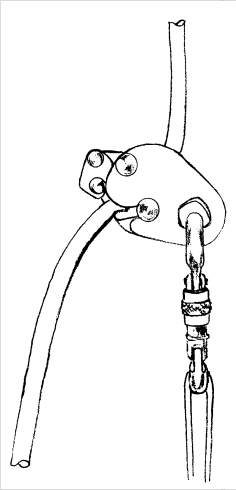
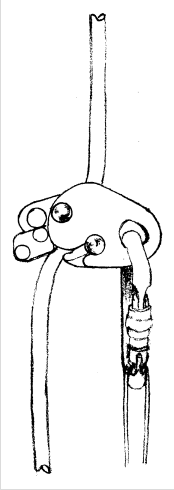
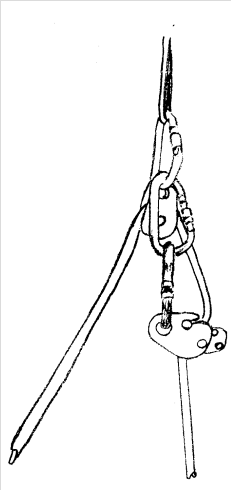

Fig 5
Fig 6
Fig 9
This product is designed for use as part of a personal fall arrest, work positioning, technical rope access, fixed rope sports, industrial climbers or technical rescue using Irudek 10.5mm kernmantle rope. Position and/or adjust the work positioning lanyard in such a way that the anchorage point is maintained at or above waist height; keep the lanyard taut and restrict free movement to a maximum of 0.6 metres. The "Rocker" can be used in the following ways, but IRUDEK recommend that users be trained in its many uses and learn about its practical and physical strengths and weaknesses—flexible rope safety brake, fixed rope safety brake, position locked onto rope(Fig 6), belay brake, tensioned line brake(Fig 5), hauling system brake(fig 9) and work positioning. The "Rocker" should be used as part of a system conforming to or in accordance with any specific recognised International Standard or industry Best Practice. Any anchorage point should conform with EN795 or be in accordance with ANSI Z359 (07), or any other specific recognised International Standard, or non-engineered anchorage point capable of withstanding appropriate loads. It is recommended that any anchor point be above the user and that the viability of any installation should be verified by a suitably qualified person. Extreme care should be taken when using this product near harmful chemicals, moving machinery, electrical hazards and near sharp edges and abrasive surfaces. Wet and icy conditions may cause the rope to become slippery. Extra care should be taken when using this product under these conditions. All friction brakes create heat which can damage rope if a fall has taken place, not only check the "Rocker" but also the rope at the point of contact. A minimum ground clearance of 2m should be maintained.
Este producto está diseñado para formar parte de un sistema de arnés anticaída, fijación para la realización de trabajos, acceso técnico mediante cuerda, deportes con cuerda fija, alpinismo industrial o rescate técnico, y para el uso conjunto con la cuerda semiestática kernmantle Irudek de 10,5mm. "Rocker" puede emplearse de las siguientes formas. freno de seguridad para cuerda elástica, freno de seguridad para cuerda fija, bloqueo de posición de la cuerda (fig. 6), freno de amarre, freno con línea tensada (fig. 5), freno para sistema de tracción (fig. 9) y fijación para la realización de trabajos. No obstante, IRUDEK recomienda que los usuarios dispongan de formación acerca de sus diferentes usos y puntos fuertes y débiles de naturaleza física y práctica.
Dieses Produkt wurde für den Einsatz im Fallschutz, zur Arbeitsplatzpositionierung, für technische Seilarbeiten, im Klettersport, für seilunterstützte Höhenarbeiten sowie bei der Seilrettung entwickelt. Es besteht aus einem kernmantle Irudek 10,5mm. IRUDEK empfiehlt jedoch, Benutzer in unterschiedlichen Verwendungsmöglichkeiten zu schulen und sie über Vor- und Nachteile zu informieren: flexible Seilbremse, feste Seilbremse, fixierte Position (Abb. 6), Seilsicherung, Bremse mit gespanntem Seil (Abb. 5), Flaschenzugsicherung (Abb. 9) sowie Arbeitspositionierung. Der Seilgreifer ist mit einem System zu verwenden, das anerkannten internationalen oder branchenüblich einsatzspezifischen Normen entspricht. Er ist mit einem Ankerpunkt gemäß EN795 oder ANSI Z359 (07), einer anderen anerkannten internationalen oder branchenüblich einsatzspezifischen Norm bzw. einem sonstigen Ankerpunkt mit der angemessenen Nutzlast zu verwenden.
Questo prodotto è pensato per essere utilizzato come parte di sistemi di anticaduta personale, posizionamento sul lavoro o progressione su fune e corda fissa, da parte di scalatori professionali e squadre di soccorso attraverso le Irudek da 10,5 mm kernmantle. Il "Rocker" può essere utilizzato per le seguenti applicazioni: freno di sicurezza per corda flessibile, freno di sicurezza per corda fissa, posizione di blocco sulla corda (fig. 6), freno di assicurazione, freno per corda in tensione (fig. 5), sistema di trasporto su corda (fig. 9) e posizionamento sul lavoro. IRUDEK raccomanda tuttavia la formazione degli utenti nelle diverse modalità di utilizzo del prodotto, per conoscerne punti forti e deboli a livello pratico e fisico. Il bloccante dovrebbe essere utilizzato come parte di un sistema conforme alle specifiche riconosciute dagli standard internazionali e dalle migliori procedure industriali. Ogni punto di ancoraggio deve essere conforme alla norma EN795 o ANSI Z359 (07), o a qualsiasi altra specifica riconosciuta come standard internazionale, o essere un punto di ancoraggio in grado di sostenere carichi adatti. È consigliabile che una persona qualificata verifichi la condizione di ciascuna installazione. Se questo bloccante è inteso per l'utilizzo come parte di un sistema per il posizionamento sul lavoro (fipline), solitamente è conforme alle norme EN358 e ANSI Z359 (07), ma è opportuno consultare il produttore dei cordini fipline per maggiori informazioni sulla sua idoneità. Prestare la massima attenzione se il prodotto si trova in prossimità di elementi chimici nocivi, macchinari in movimento, se sussiste il pericolo di scosse elettriche o se si trova vicino a bordi taglienti e superfici abrasive. In caso di ghiaccio e umidità, la corda potrebbe diventare scivolosa. In queste condizioni, è necessario fare molta attenzione durante l'uso di questo prodotto.Il calore generato dai freni può danneggiare la corda in caso di caduta. Controllare non solo il "Rocker" ma anche il punto di contatto della corda. Deve essere mantenuto un minimo di 2 metri di distanza dal terreno.